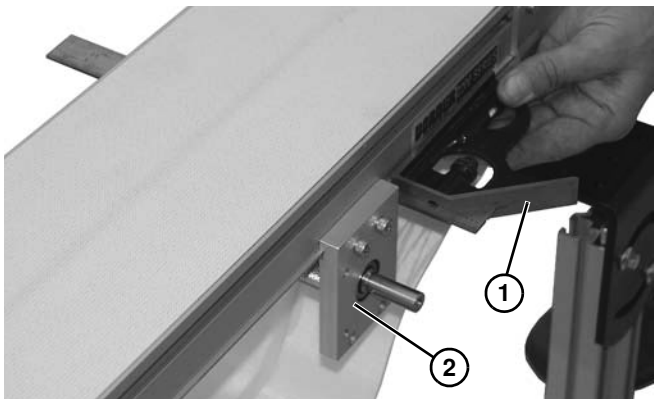

Figure 76
9. Utiliser une équerre **(Figure 76, élément 1)** pour bien installer les blocs de montage **(Figure 76, élément 2)**, de façon qu'ils soient alignés entre eux avant de fixer les éléments.